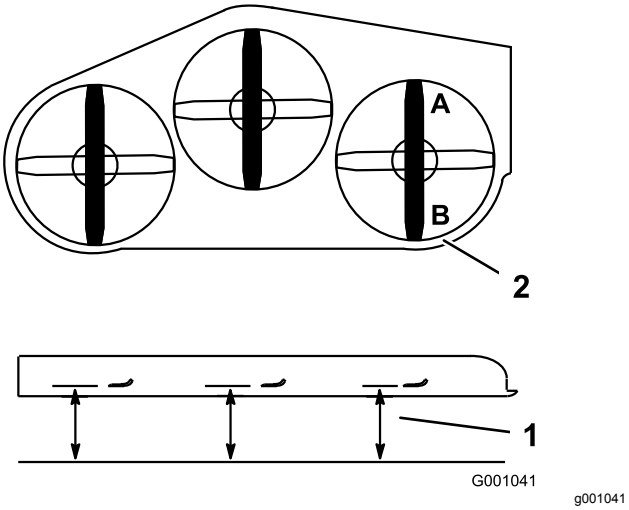

**Figuur 106**
1. Zet het **rechter** maaimes in de schuinstand (Figuur 106).
2. Meet het rechtermes bij punt **A**. Meet de afstand tussen een horizontaal oppervlak en de snijrand van het maaimes (Figuur 106).
4. Meet het rechtermes bij punt **B**. Meet de afstand tussen een horizontaal oppervlak en de snijrand van het maaimes (Figuur 106).
6. Het maaimes moet 6 tot 10 mm lager staan bij punt **A** dan bij punt**B** (Figuur 106). Indien dit niet het geval is, gaat u als volgt te werk.